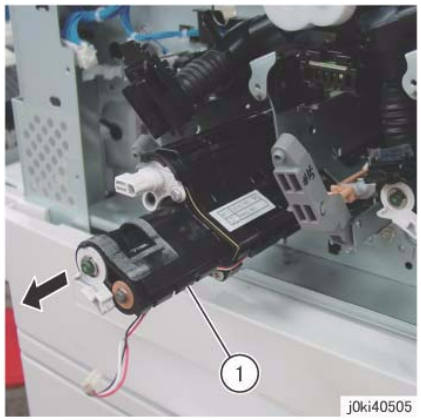

Figure 12 Remove the Dev.eloper Housing Assembly (K)
15. Remove the Dev.eloper Housing Assembly (K). (Figure 12)
a. Remove the Dev.eloper Housing Assembly (K).